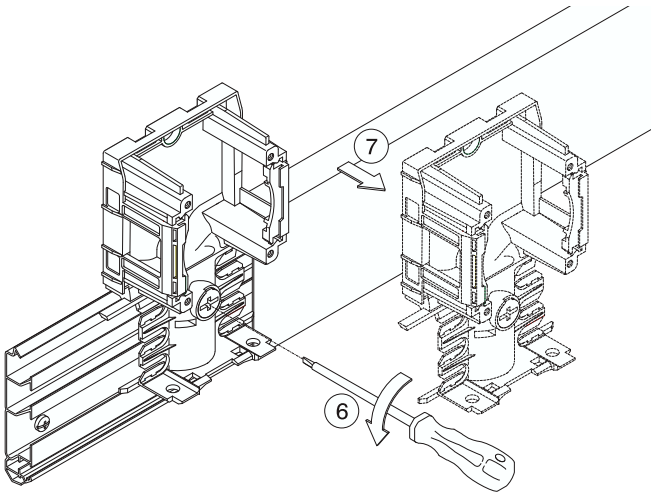

Figure 6
3. Retirer la base du boîtier d'appareils (fig. 6)